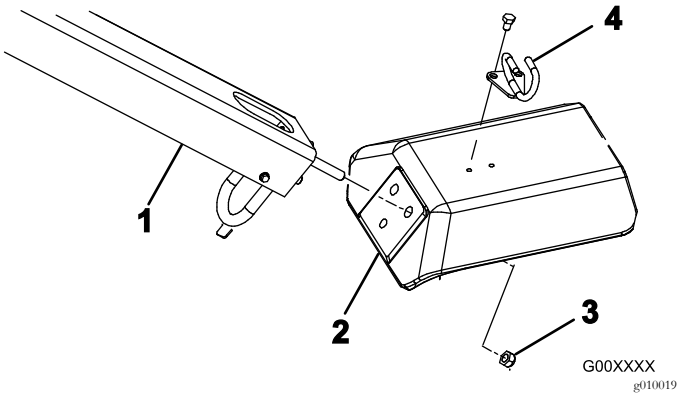

**Figur 4**
2. Før inn håndtakets monteringsbolter i hullene i gaffelen (Figur 4).
3. Fest håndtaksboltene til gaffelen med tre låsemutre (1/2 tomme)Figur 4
5. Fest kabelføreren øverst på gaffelen med to bolter (5/16 x 1/2 tomme) (Figur 4).